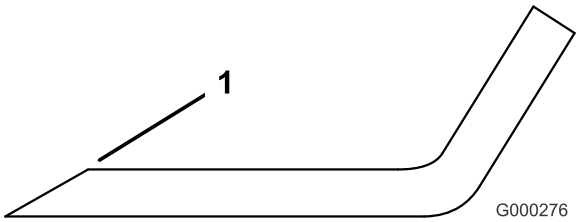

Rysunek 89
1. Użyj pilnika w celu naostrzenia krawędzi tnącej na obu końcach każdego ostrza (Rysunek 89). Zachowaj oryginalny kąt ostrza. Ostrze będzie wyważone, jeśli usuniesz tę samą ilość materiału z obu krawędzi tnących.